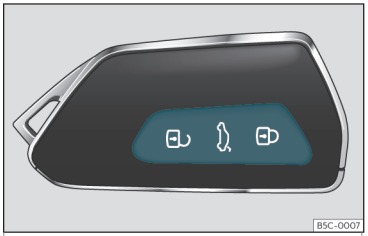

Fig. 70 Remote control key: buttons.
- Lock: press the ››› Fig. 70 button.